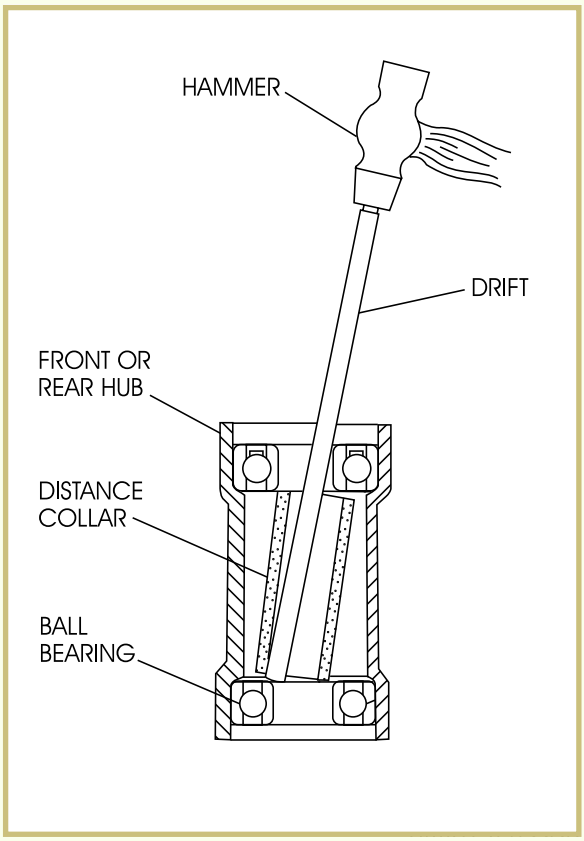

FIGURE 52—Removing the wheel bearings from an ATV wheel hub requires the use of a hammer and a drift.
3. Use a drift to remove the wheel bearings, as shown in Figure 52.